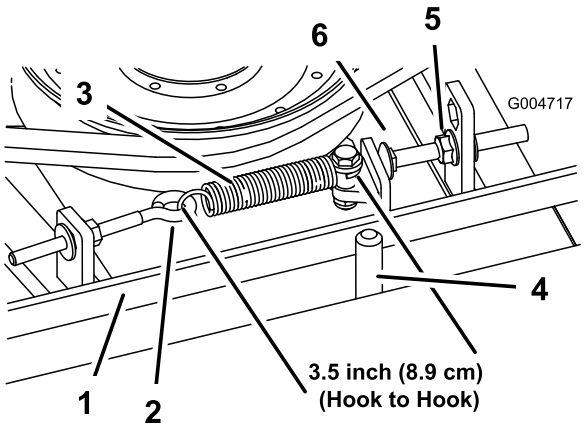

図 70
エクステンション・スプリングの長さフックからフックまでが 89mm ± 6.3mm 内法であれば適切な張りが出ている。スプリングの張りを正しく調整できたら、その下のストップボルト キャリッジボルト の頭部とアイドラアームとの間の隙間を 3.2mm + 1.52/- 0.00mm に調整する 図 70。
注 ベルトが、ベルトガイドのスプリング側に取り付けられていることを確認する図 70。
2. エクステンション・スプリングを外せるように、アイボルトを外す 図 70。
3. ストップボルトを取り付けタブに固定しているフランジナットをゆるめる。ナットをゆるめて、アイドラアームがストップボルトの脇を通れるようにする 図 70。アイドラプーリをベルトから遠ざけて、ベルトの張りをなくす。
8. エクステンション・スプリング 図 70 をアイボルトに以下のように取り付ける